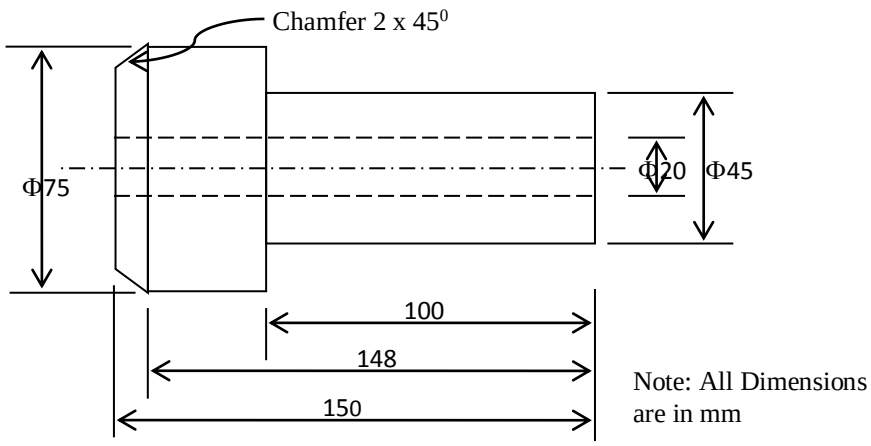

Figure1. Component to be machined on Capstan and Turret Lathe
Q.3 (a) Manufacture the component shown in figure1 on capstan and turret lathe from the bar stock of 77 mm in diameter, supported and fed by bar feed mechanism. Produce in a tabular format the most appropriate sequence of machining operations along with the necessary tooling needed to manufacture the component shown in figure1from given raw material on capstan and turret lathe. Also show the schematic diagram of the turret and other tool posts with all tooling loaded into it along with the workpiece in position. **07**